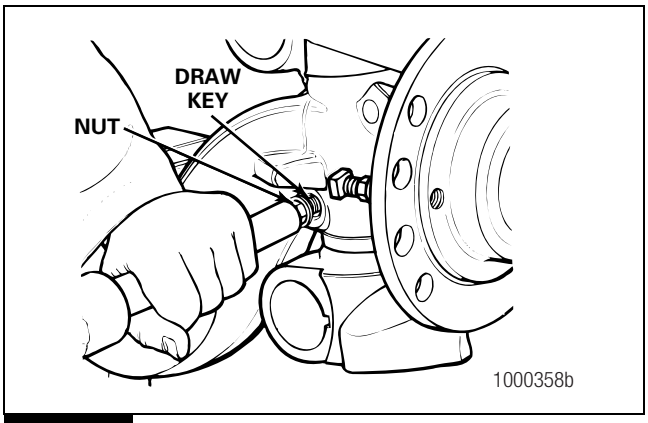

Figure 4.17
B. Use a brass drift and a hammer to hit the end of the draw key. Figure 4.17.